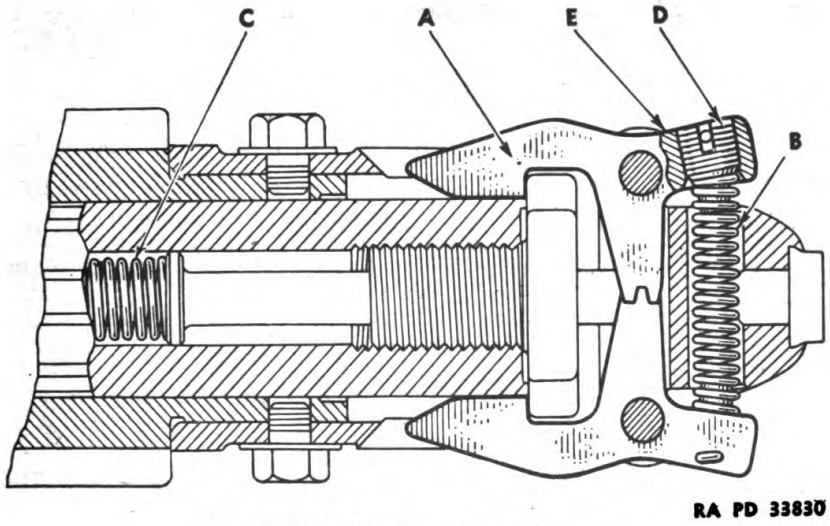

FIGURE 114.—Pinion latch adjustment.
115. Pinion.—*a.* The tension of the spring (B) (fig. 114) can be adjusted to allow the pinion latches (A) to release at the correct speed. Check to see that the high idle speed is properly set. If the latches disengage too soon, screw (D) can be turned in to increase the spring tension. One turn of the adjusting screw will change the releasing speed about 100 to 150 rpm. Care must be exercised not to raise the releasing speed too much as this may cause damage to the starting mechanism and starting engine.
b. If the unit is to be disassembled, note the exact position of adjusting screws (D) with reference to latch face (E). Install screws